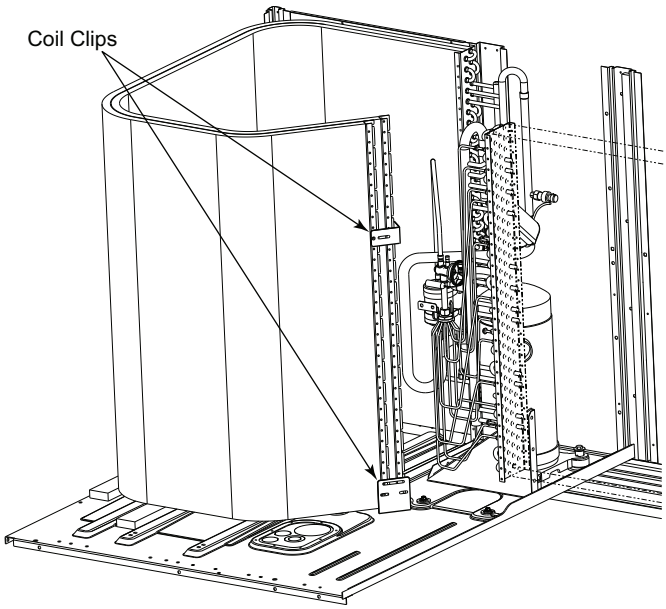

**Fig. 15 — Condenser Coil Clips**
5. Remove the screws from both sides of the upper and lower coil retaining clips on the hairpin end of the coil tube sheets (see Fig. 15).